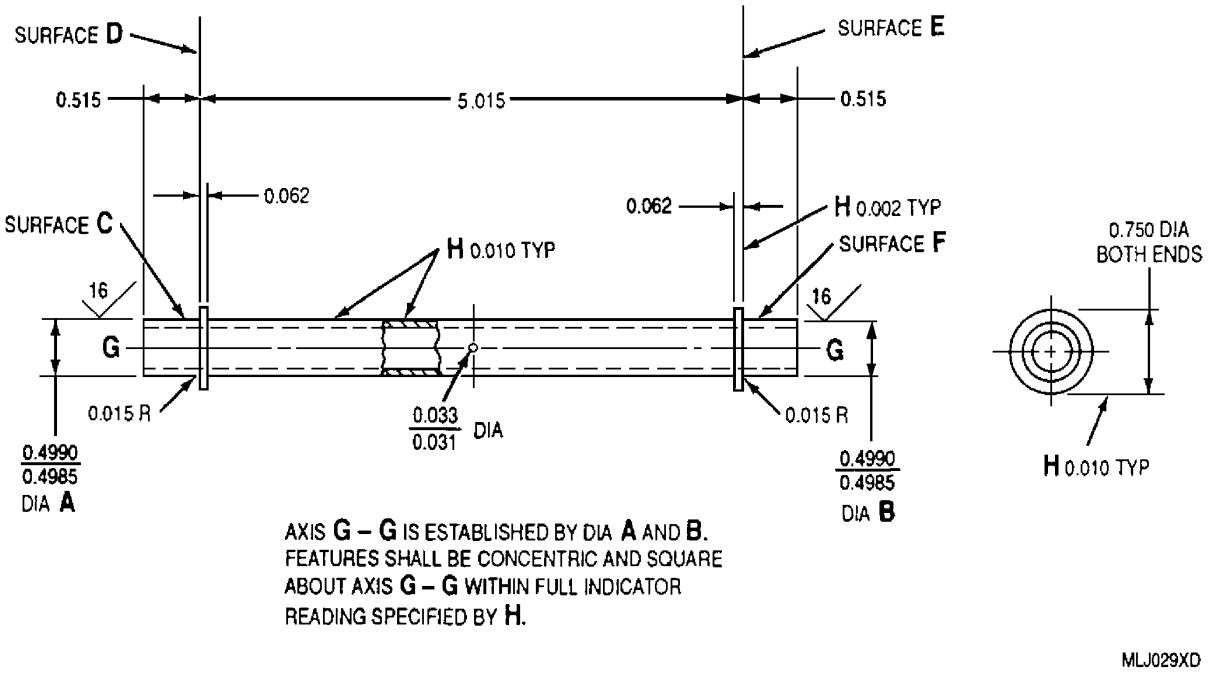

Figure 3. Carrier Oil Lube Tube − Pilot Journal Wear and Scoring Repair
11. CARRIER OIL LUBE TUBE − PILOT JOURNAL WEAR AND SCORING REPAIR. (figure 3)
(1) Machine Diameters A and Band Surfaces D and E to dimensions and surface finish shown.
(2) Check squareness and concentricity requirements (figure 3).
(3) Plating thickness shall be 0.001 − 0.005 in. after finishing machining.